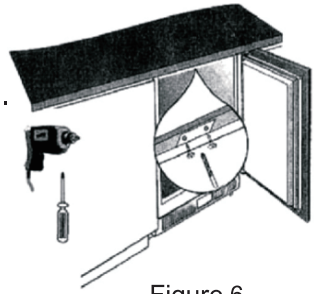

Figure 6
4. Fasten the appliance to the worktop or at the sides to the adjacent units, using the upper or side fixing holes provided for this purpose(Figure 6).